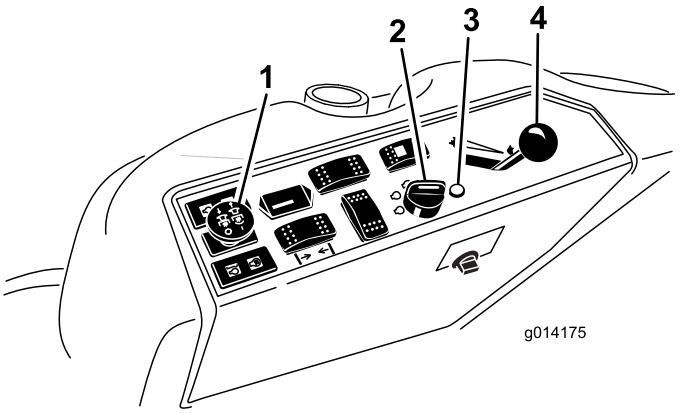

Figur 11
4. För kraftuttagsreglaget till det urkopplade läget (Figur 11).
5. För gasreglaget till mittläget mellan långsamt och snabbt (Figur 11).